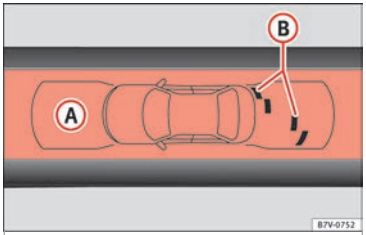

Fig. 212 On-screen OPS display: (A) has detected an obstacle in the segment; (B) restricted area in front of the vehicle.
The zone in which obstacles are recognised runs to a distance of around 120 cm from the front of the vehicle and up to 60 cm to the side ››› Fig. 212 (B). Behind the vehicle, the zone analysed reaches a distance of up to 160 cm and around 60 cm to the sides ››› Fig. 211 (C).
The image displayed represents the supervised zones in several segments. As the vehicle moves closer to an obstacle, the segment moves closer to the vehicle displayed ››› Fig. 211 (B) and ››› Fig. 212 (A). When the penultimate segment is displayed, this means that the vehicle has reached the collision zone. **Stop the vehicle!**